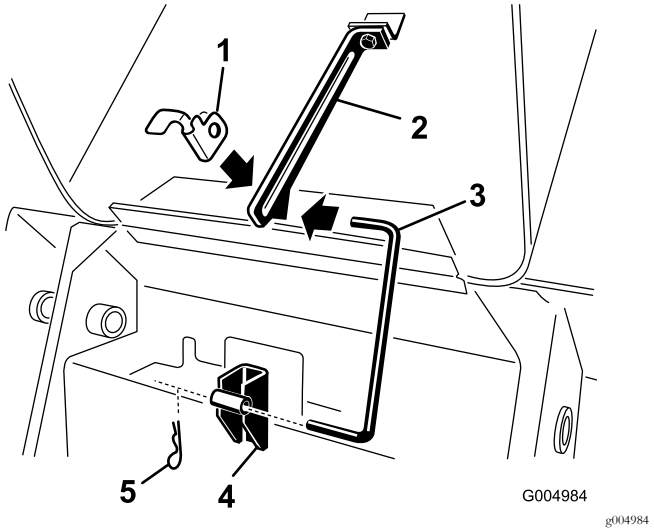

Rysunek 44
3. Wyciągnij zawleczkę z dolnego końca podpórki maski i wysuń podpórkę z uchwytów oraz zdejmij ją z zaczepu (Rysunek 44).
7. Zamocuj podpórkę w uchwytach oraz na zaczepie, a następnie zabezpiecz ją za pomocą zawleczki (Rysunek 44).